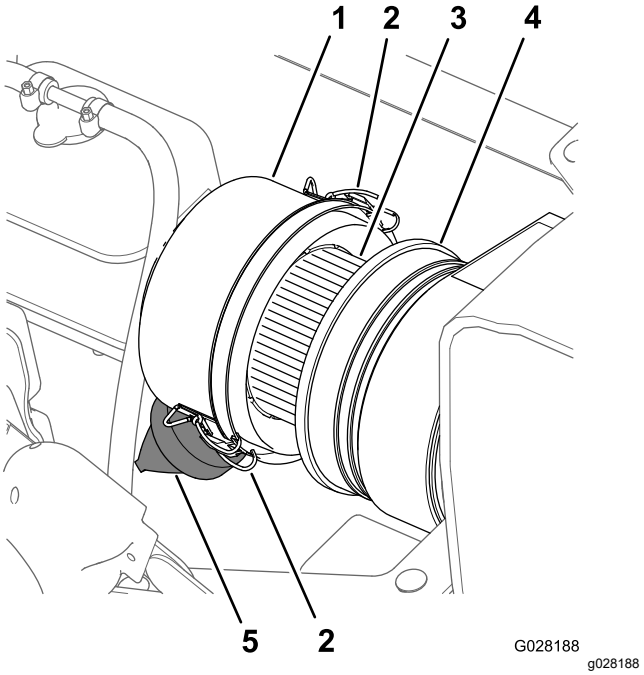

Figur 76
3. Rengör dammkåpan och luftrenarhuset (Figur 76).
4. Undersök om luftrenarhuset har skador som kan orsaka en luftläcka (Figur 76).
5. Kläm på dammventilen för att rensa den från smuts, damm och skräp (Figur 76).
7. Kontrollera om luftfiltret har stora ansamlingar av smuts, damm och skräp (Figur 76).
8. Montera dammkåpan på luftrenarhuset och fäst kåpan med de två spärrhakarna (Figur 76).
2. Rengör dammkåpan och luftrenarhuset (Figur 76).
6. Torka av insidan på dammkåpan, luftrenarhuset och dammventilen med en fuktig trasa (Figur 76 och Figur 77).